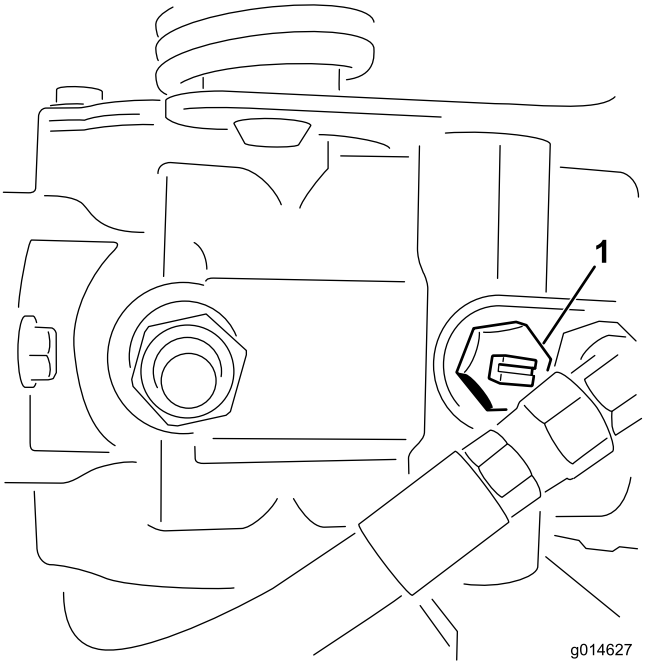

**Figuur 41**
1. Ga naar de omloopklep op de pomp en draai deze zodat de sleuf verticaal staat (Figuur 41).
2. Voordat u de motor start, moet u de omloopklep sluiten door deze zo te draaien dat de sleuf horizontaal staat (Figuur 41). U mag de motor niet starten als het ventiel open is.